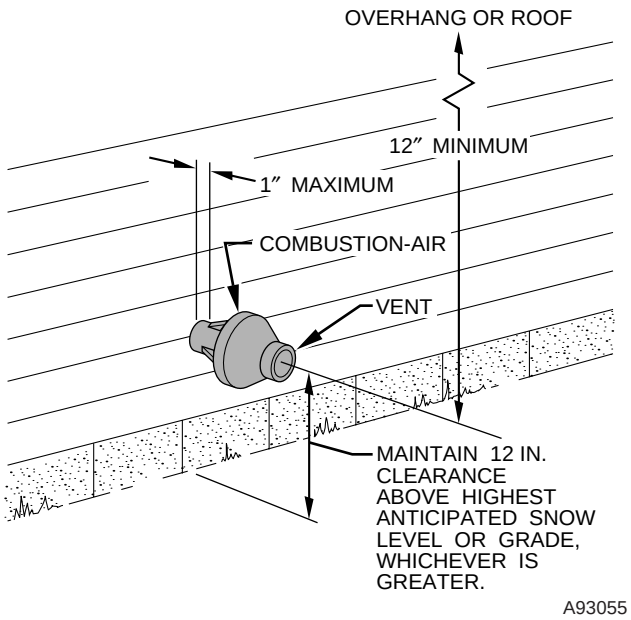

**Fig. 39—Concentric Vent and Combustion-Air Side Termination**
**Sidewall terminations**-Locate assembly through sidewall with rain shield positioned no more than 1-in. from wall as shown in Fig. 39.